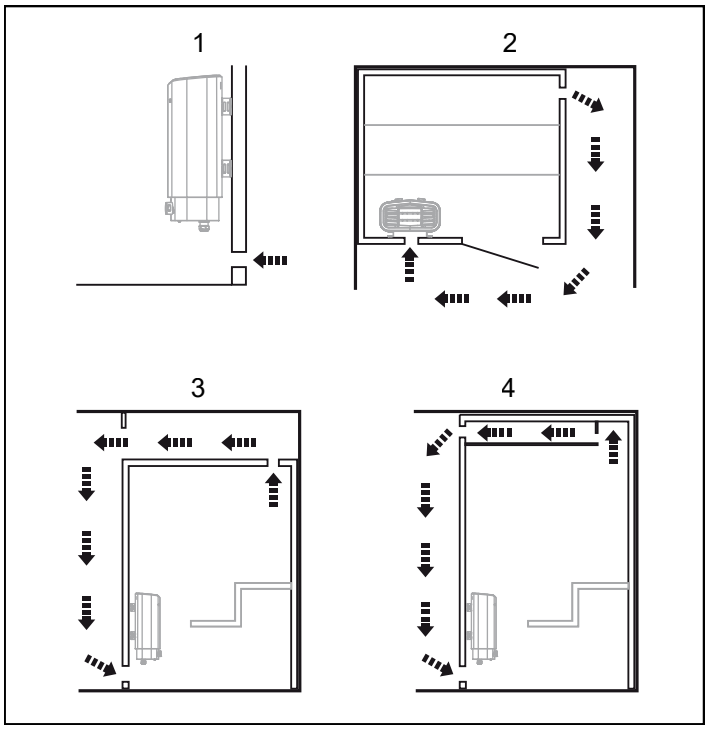

Fig 4: In- och utluftsventilens placering
- Ventilation av bastu ska utföras enligt instruktioner i denna manual (se Avsnittet Inluftsventilens placering, se fig 4, Avsnittet Utluftsventilens placering, se fig 4).
- Placera inluftsventilen (se Avsnittet Inluftsventilens placering, se fig 4).
- Placera utluftsventilen (se Avsnittet Utluftsventilens placering, se fig 4).
- med maximalt avstånd till inluftsventilen, t.ex. i diagonal (se Fig 4).
- högt på väggen eller i taket (se Fig 4).